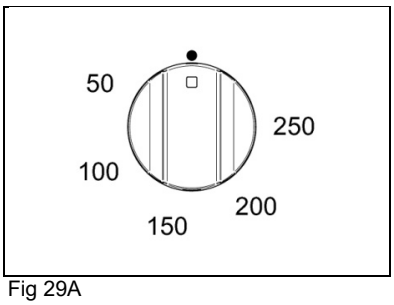
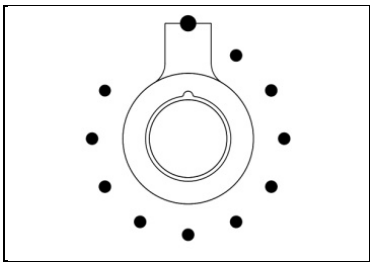

Fig 29A
Fig 30
2. Draai de thermostaat op de gewenste stand. (Fig.29A-29B en Fig.30 voor PRO TOP versies). Het oranje lampje gaat aan. Zodra de gewenste temperatuur is bereikt gaat het lampje uit. Gedurende het koken gaat het oranje lampje regelmatig aan en uit.